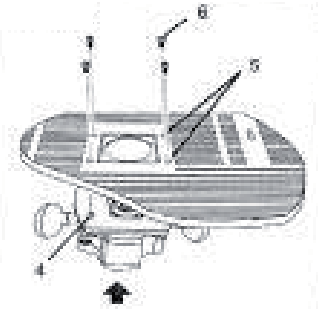

Рис.10
• Розташуйте фрезер під столом, так щоб 4 отвори для болтів на фрезері (4) співпадали з отворами на столі (5). Стежте за тим, щоб фрезер розташовувався до столу передньою стороною (рис. 10).